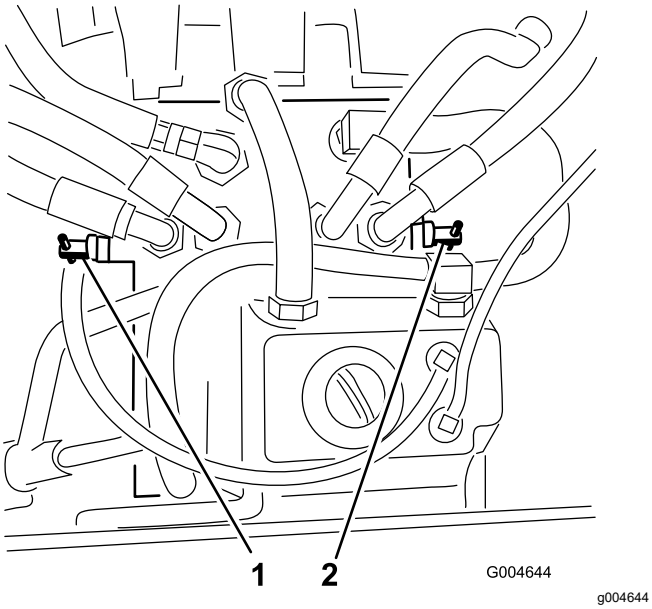

Figuur 26
2. Zoek de omloopkleppen (Figuur 26) en draai de omloopkleppen 1 slag naar links.
4. Sluit de kleppen door elke klep 1 slag rechtsom te draaien (Figuur 26).